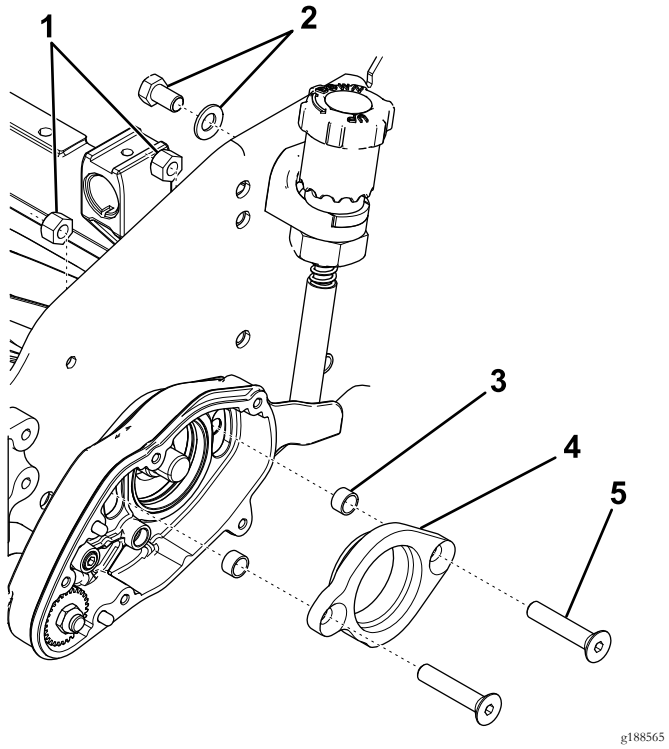

Figura 3
6. Rimuovete il bullone e la rondella che fissano la manopola di regolazione alla piastra laterale (Figura 3).
7. Rimuovete le viti a testa piana, i dadi di bloccaggio e l'adattatore del cuscinetto dall'alloggiamento del groomer (Figura 3).
8. Rimuovete ed eliminate i distanziali (Figura 3).